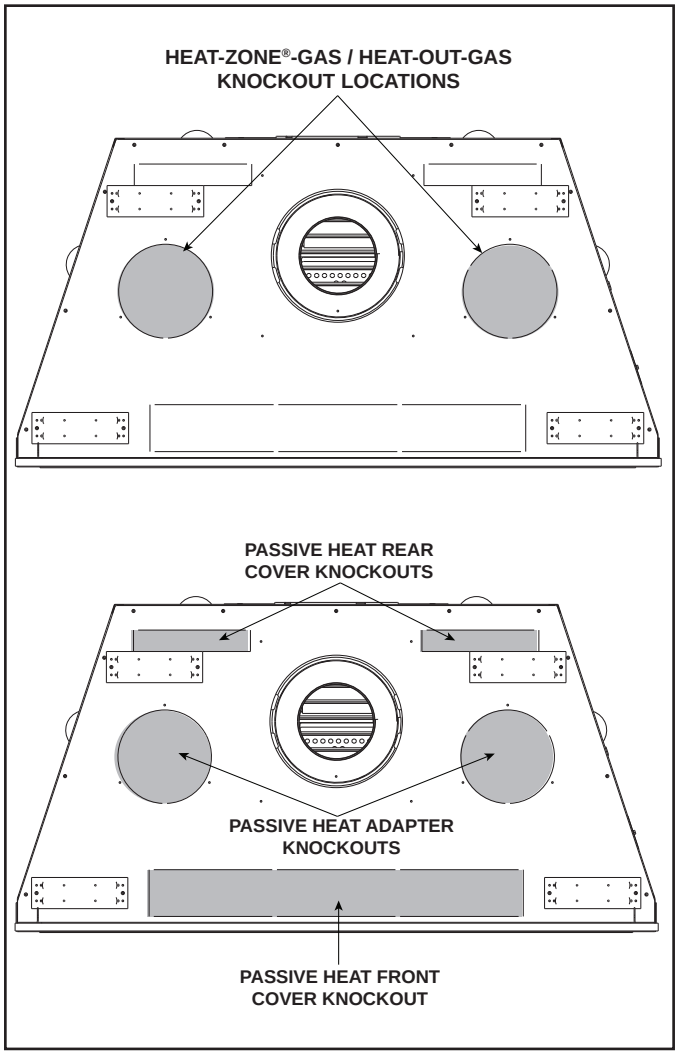

Figure 6.3 Heat Management Knockout Locations
- Locate the two heat management knockouts on the top of the appliance. Remove the knockout from the fireplace and discard it See Figure 6.3. Either one or two heat management systems may be installed. Remove the knockout(s) from the appliance with a tin snips.
Passive Heat may be used with HEAT-OUT-GAS or one HEAT-ZONE®-GAS. The dedicated knockouts, as shown in Figure 6.3, must be used only as indicated.